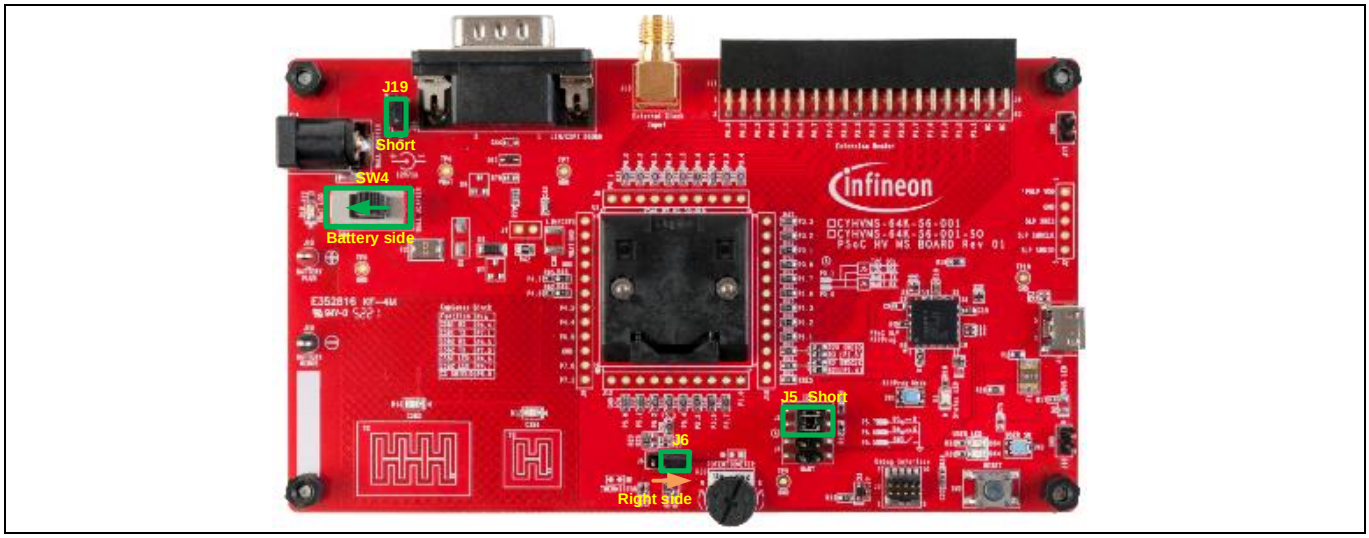

Figure 30 CYHVMS-64K-56-001 initial jumper and switch settings
5. Confirm the initial jumper and switch settings (See Figure 30):